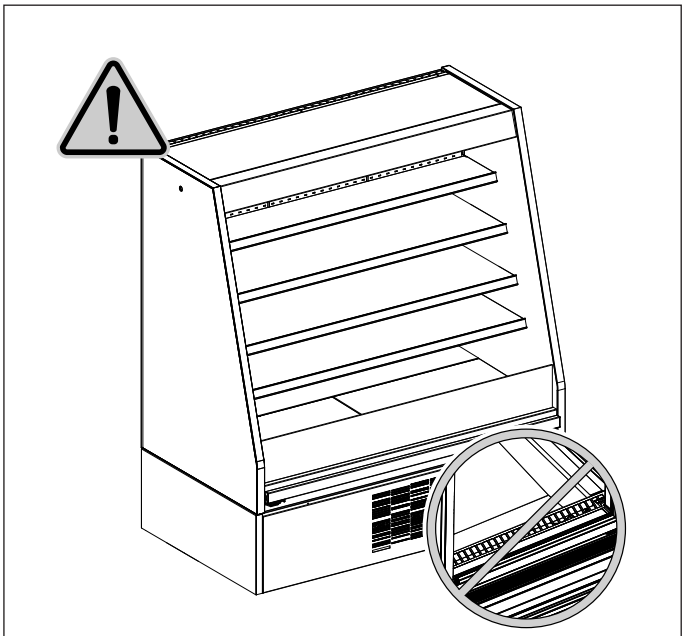

Fig. 10
- La marchandise ne bouche pas le flux d'air réfrigéré ("Fig. 10")